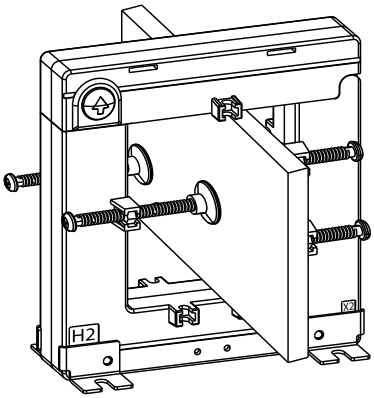

Figure 4 Busbar Clamped to AcuCT-3337A
2. Insert the clamping screws from both sides through the nuts and fit a clamping knob to each screw on the busbar side, as depicted in Figure 4. Tighten the clamping screws evenly until the conductor or busbar is secure and the CT cannot rock, slide, or twist as depicted in Figure 4.